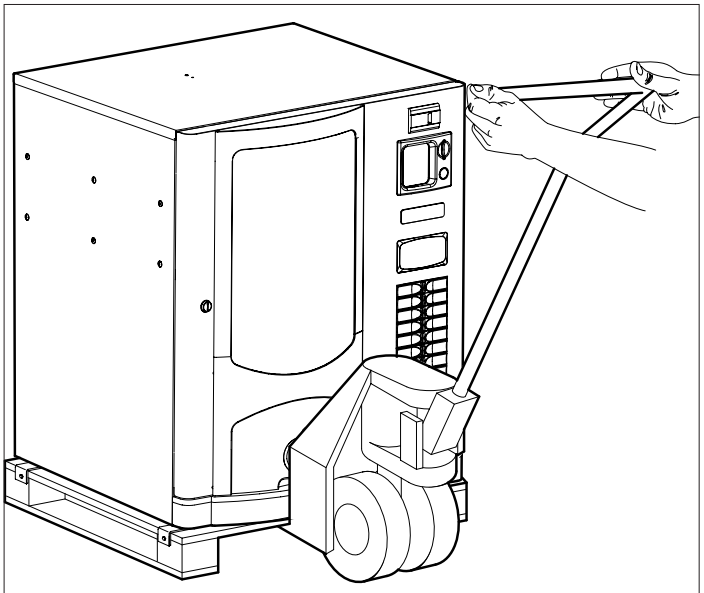

Fig. 4.1
4.1 Transporte y traslado (Fig.4.1)